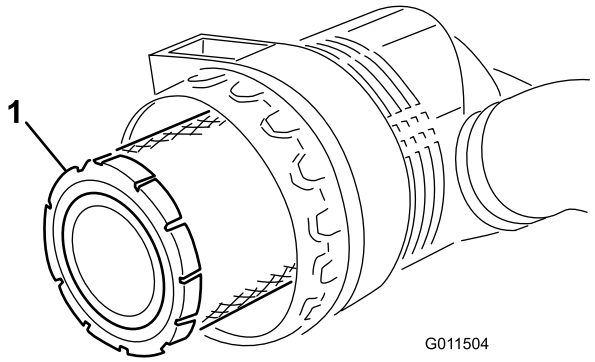

Figura 51
2. Antes de remover o filtro (Figura 51), utilize ar de baixa pressão (276 kPa [40 psi], limpo e seco) para ajudar a retirar grandes acumulações de detritos que se encontram entre o lado de fora do filtro primário e o recipiente. Evite a utilização de ar de alta pressão, que pode forçar a entrada de sujidade na área de admissão através do filtro. Este processo de limpeza evita que a sujidade migre para dentro da admissão quando se retira o filtro primário.